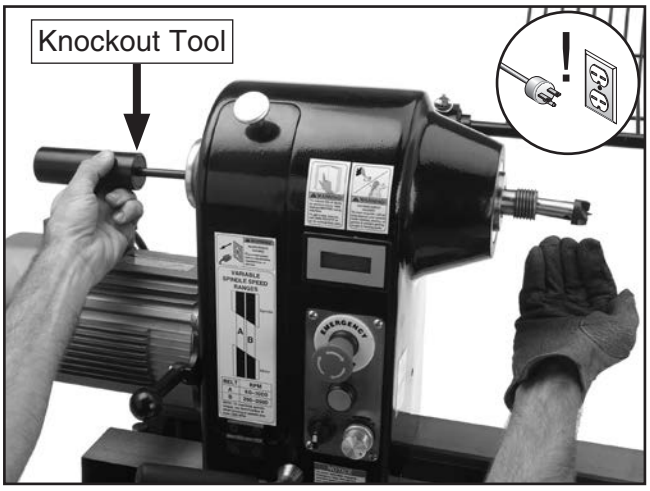

Figure 34. Removing headstock center with knock-out tool.
3. Insert knockout tool through outbound end of spindle and firmly tap back of center, catching it as it falls, as shown in **Figure 34**.